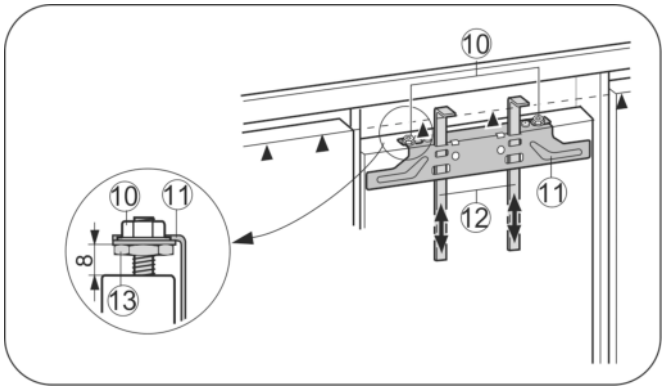

Fig. 25
▶ Montagehilfen *Fig. 25 (12)* auf Möbeltürhöhe hochschieben. Untere Anschlagskante ▲der Montagehilfe = Oberkante der zu montierenden Möbeltür.
▶ Befestigungstraverse *Fig. 25 (11)* über die Kontermuttern *Fig. 25 (10)* abschrauben.